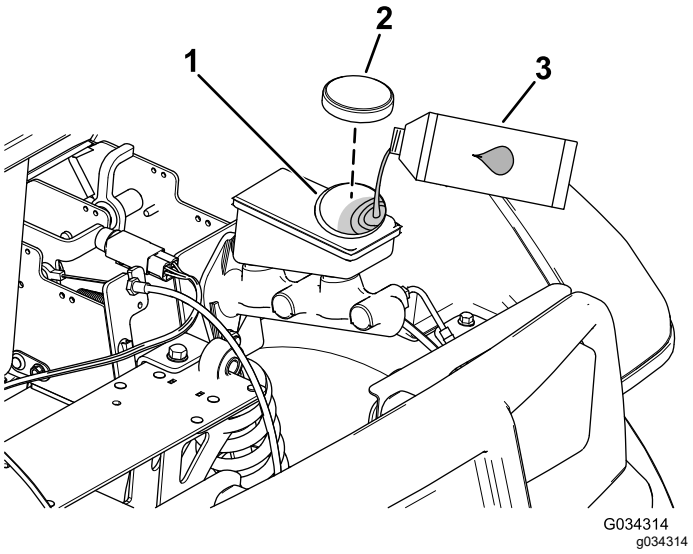

Bild 65
4. Heben Sie die Haube an, um den Hauptbremszylinder und den Behälter zugänglich zu machen (Bild 65).
A. Reinigen Sie den Bereich um den Behälterdeckel und nehmen den Deckel ab (Bild 65).
C. Schrauben Sie den Behälterdeckel wieder auf (Bild 65).